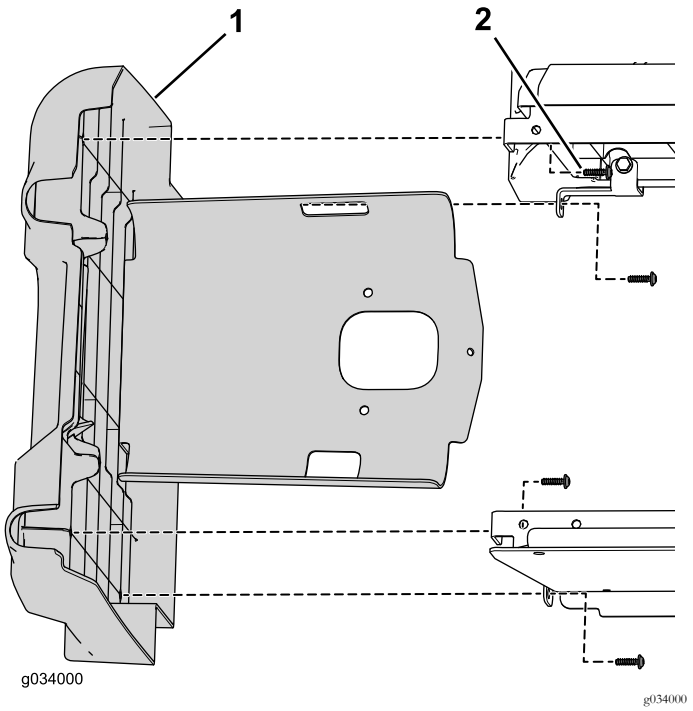

Figura 3
6. Togliete le 4 viti che fissano il pannello sinistro al gruppo del sedile inferiore (Figura 3).